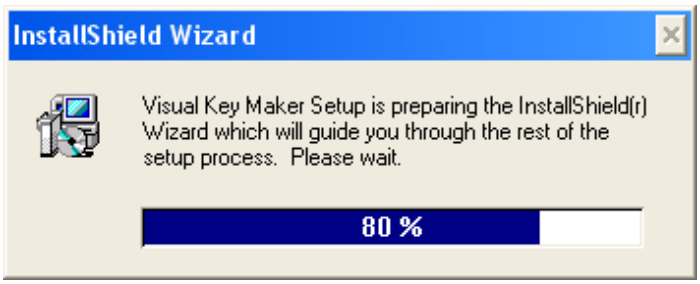

Figure 8.9-4. Preparation to run InstallShield Wizard
4. Preperation window for running "InstallShield Wizard" will open as a result (Figure 8.9-4).